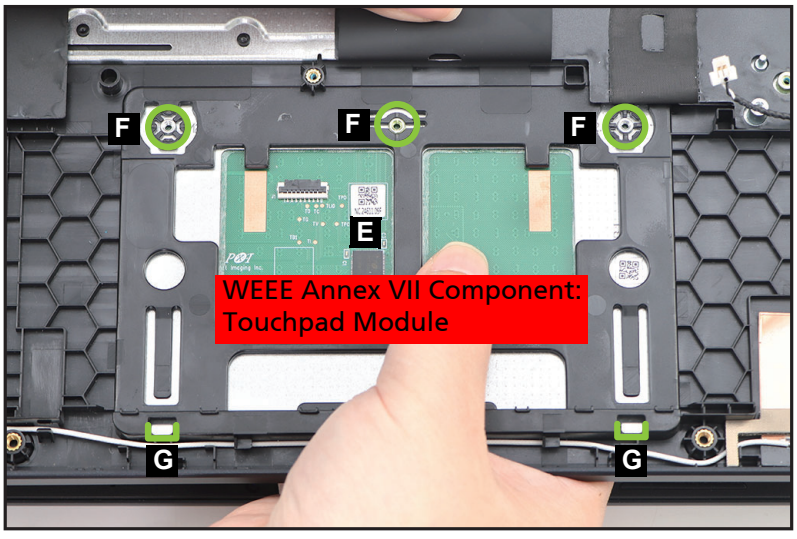

Figure 1-50. Touchpad Module Removal
5. Push the upper side of the touchpad module (E) to release it from the screw hole studs (F) (Figure 1-50).
6. Slide the touchpad module slightly to disengage it from the bottom latches (G) (Figure 1-50). Then remove the touchpad module from the top assembly.